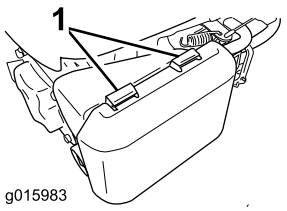

Figur 24
1. Trykk ned låsetappene oppå luftrenserdekselet (Figur 24).